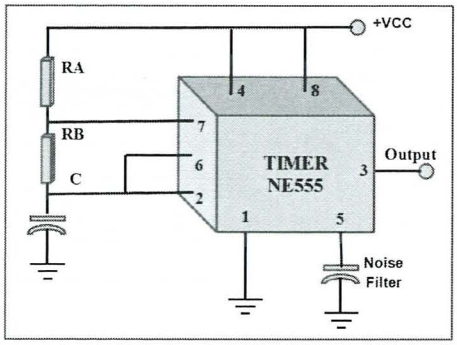

Figure 4.5: Timer Astable Mode Circuit
Astable Multivibrator known as Free Running Multivibrator. This type does not have a stable state. The situation is changing. Astable does not require the trigger pulse from the outside to change the output. Time for the output is at HIGH or LOW state can be calculated based on the values of resistors (RA and RB) and capacitors (C) connected to the external timer as shown in Figure 4.5.